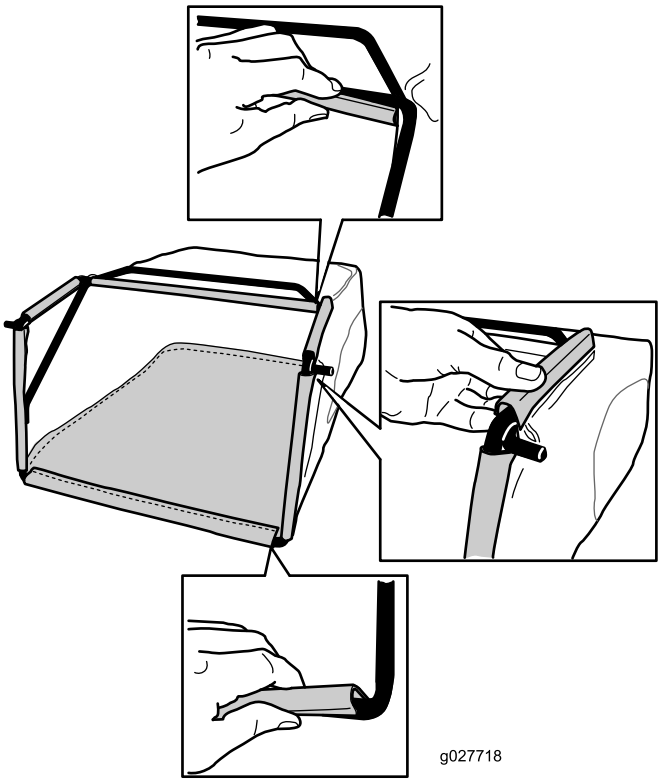

Figur 9
2. Hekt bunnen på posen fast til rammebunnen (Figur 9).
3. Hekt topp- og sidekantene av posen fast til henholdsvis toppen og sidene av rammen (Figur 9).